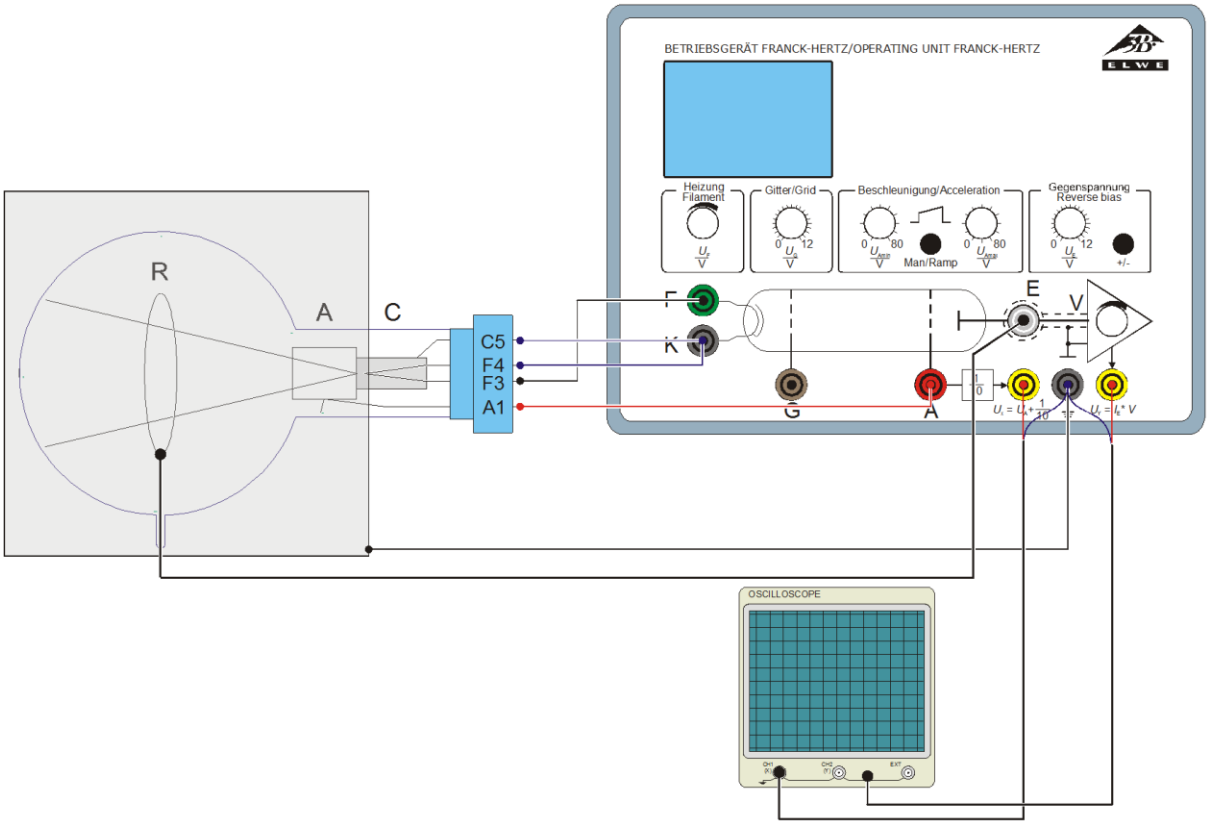

Fig. 3 Experimenteller Aufbau Kritisches-Potenzial-Röhre
- Die Buchse F3 des Röhrenhalters mit dem Ausgang F am Betriebsgerät, C5 mit dem Ausgang K (Anschlüsse C5 und F4 sind innerhalb der Röhre miteinander verbunden) und A1 mit dem Ausgang A verbinden (siehe Fig. 3).